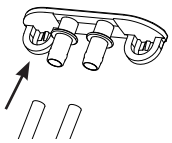

Figura 6
7. Reemplace las tuberías de desagüe en la parte trasera. Consulte la Figura 6 y 7.